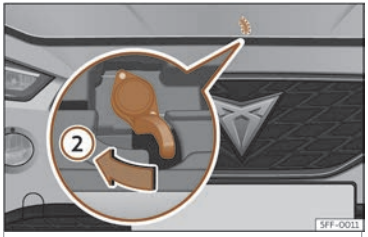

Fig. 210 Palanca sota el capó.
• Per aixecar el capó, feu pressió cap a l'esquerra amb el palmell de la mà mirant cap avall a la palanca situada sota el capó, al centre››› fig. 210 ②. Els ganxos de subjecció queden desbloquejats.